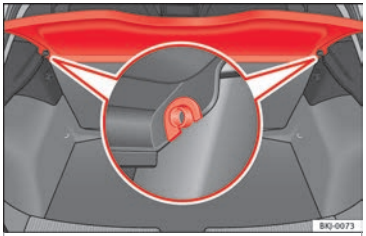

Fig. 168 En el maletero: desmontar y montar la bandeja.
• Desencaje la bandeja de los soportes laterales ››› fig. 168 tirando de ella hacia arriba y extraiga la bandeja.
• Introduzca la bandeja horizontalmente haciendo coincidir la "herradura" sobre el eje de los soportes ››› fig. 168, y presione hacia abajo hasta que encastre.